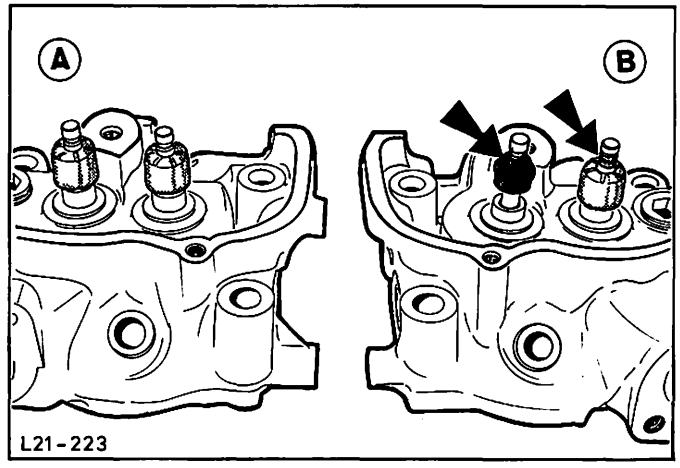

Abb.5 Ölabstreifkappen
- Die Abdichtung der Einlaßventile erfolgt durch neue Ölabstreifkappen, Abb.5, dagegen behalten die Auslaßventile weiterhin die bisher eingebauten Abschirmkappen.
- Die Auslaßventile sind im Gegensatz zu den Einlaßventilen mit drei Rillen am Ventilschaft versehen, Abb.5, und müssen mit den entsprechenden Ventilkeilen montiert werden.